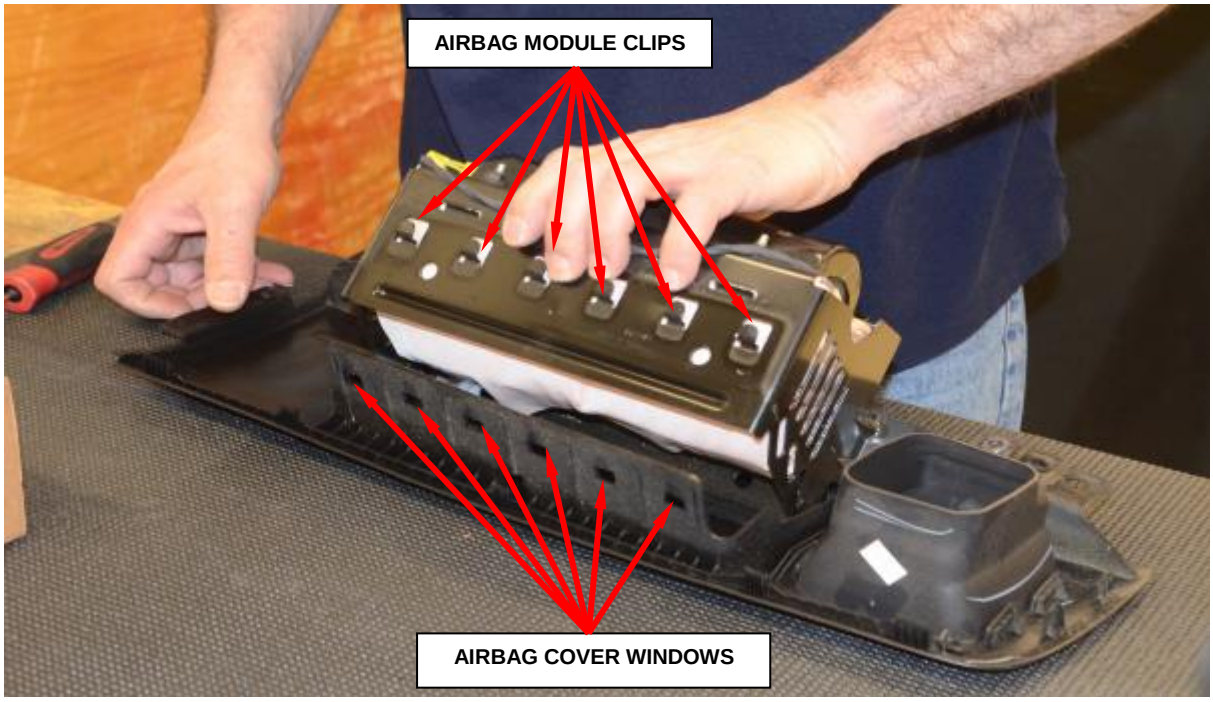

**Figure 32 – Airbag Cover Clips**
g. Disengage the airbag module clips from the airbag cover windows on all sides (Figure 32).